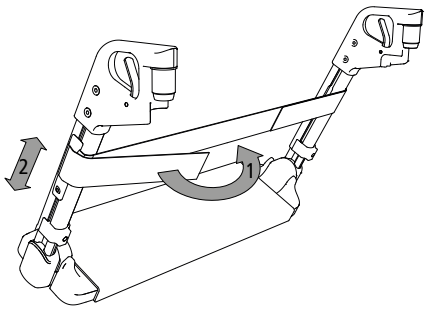

fig. 9
1. Infilare la fascia per polpacci sul lato esterno dei sostegni per le gambe nell'alloggiamento in plastica (1, fig. 9).
2. Allentare la vite a brugola degli alloggiamenti in plastica. Ora è possibile regolare la fascia per polpacci all'altezza desiderata (2, fig. 9).